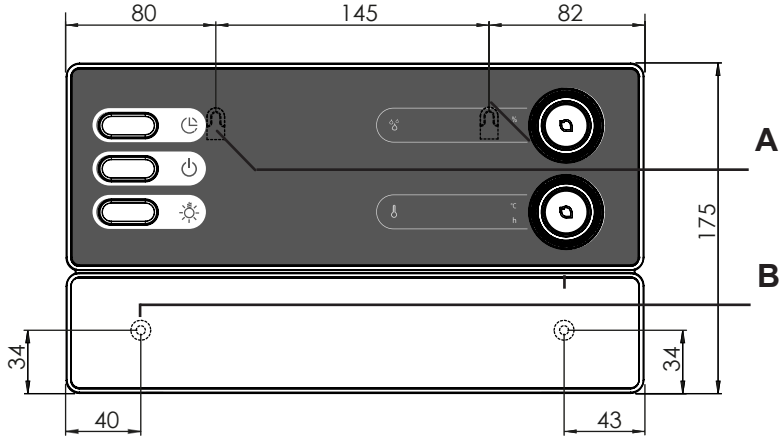

Fig. 1 Posizione del dispositivo di sospensione e dei fori di montaggio (misure in mm)
1. Avvitare due viti con intaglio a croce (16 mm) sulla parete della sauna a un'altezza di ca. 1,70 m e lasciandole fuoriuscire per una distanza max di 7 mm. Entrambe le viti devono essere posizionate a una distanza di 145 mm l'una dall'altra (vedi **Fig. 1**).
3. Con l'ausilio del dispositivo di sospensione **A**, agganciare il comando della sauna alle viti con intaglio a croce montate (vedi **Fig. 1**).
4. Avvitare 2 viti con intaglio a croce (16 mm) nei fori di fissaggio inferiori **B** (vedi **Fig. 1**).